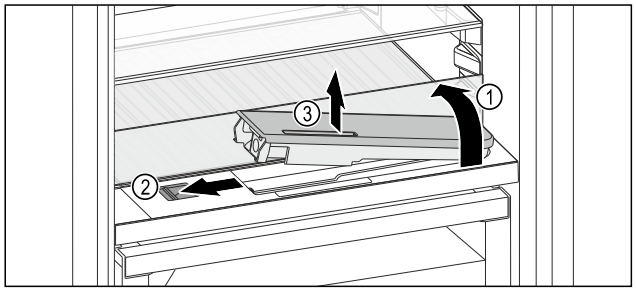

Fig. 148
▶ Ridicați placa de sticlă și rabatați în spate până la opritor *Fig. 148 (1)*.
▶ Împingeți zăvorul *Fig. 148 (2)* spre stânga.
▶ Scoaterea rezervorului de apă *Fig. 148 (3)*.